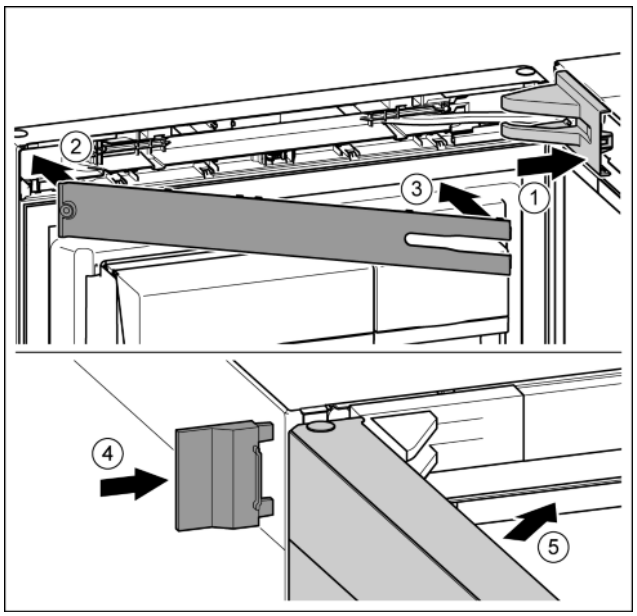

Fig. 23
▶ Крышку опорного кронштейна установить и зафиксировать, при необходимости, осторожно разжать. *Fig. 23 (1)*
▶ Установить накладку. *Fig. 23 (2)*
▶ Наклонить и защелкнуть накладку. *Fig. 23 (3)*
▶ Надвинуть внешнюю крышку. *Fig. 23 (4)*
▶ Закрыть верхнюю дверь. *Fig. 23 (5)*